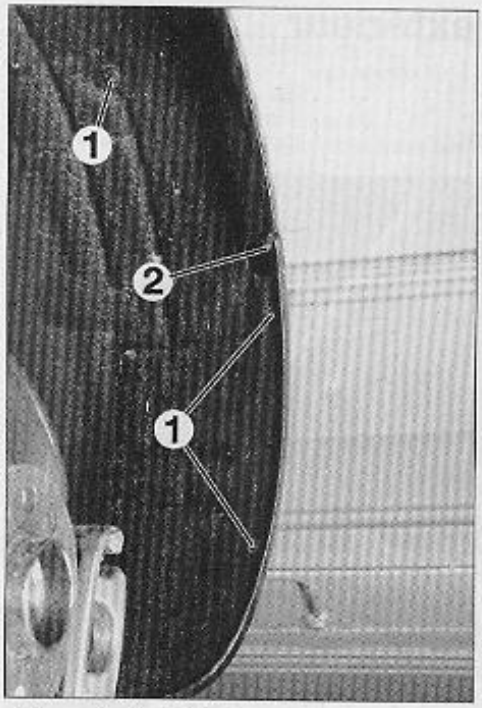

FIG. 75
- Déposer les vis de fixation (1) des pare-boue arrière gauche et droit (Fig.75).